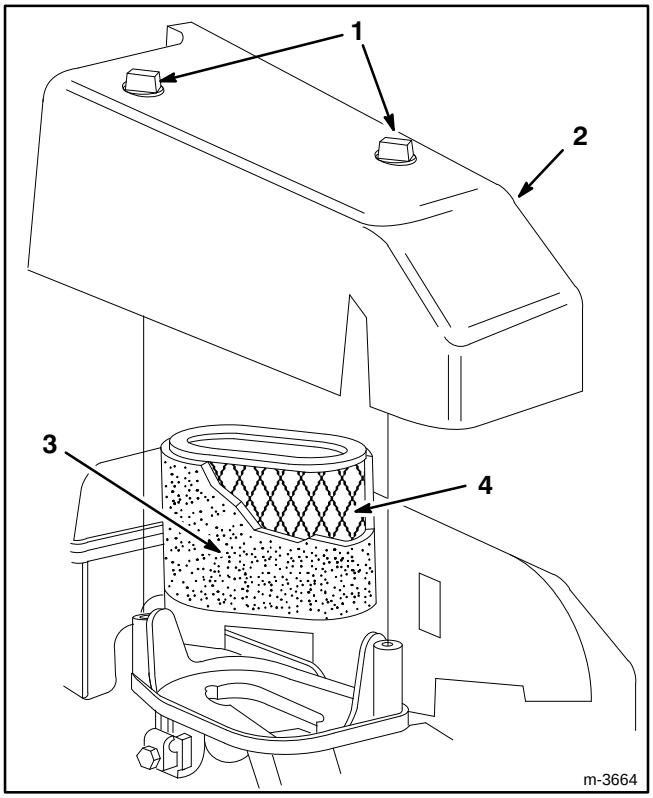

Figure 16
2. Remove two (2) knobs securing air cleaner cover to engine (Fig. 16).